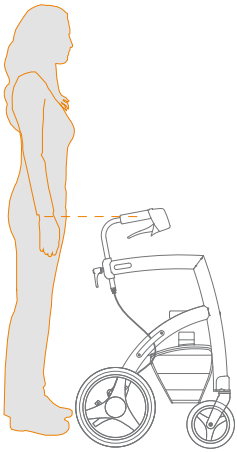

Figure 12: **Déterminer la hauteur correcte.**
Pour une utilisation optimale du Rollz Motion, un réglage adéquat est crucial **(Figure 12).** La hauteur est réglable à l'infini entre les positions min et max. C'est ainsi que le Rollz Motion peut être facilement adapté aux besoins de chacun.
c. Afin de déterminer la hauteur idéale des poignées pour vous, il vous suffit de prendre place entre les poignées du Rollz Motion avec vos bras tendus vers le bas. Les poignées doivent être réglées à la hauteur de vos poignets **(Figure 12)**.